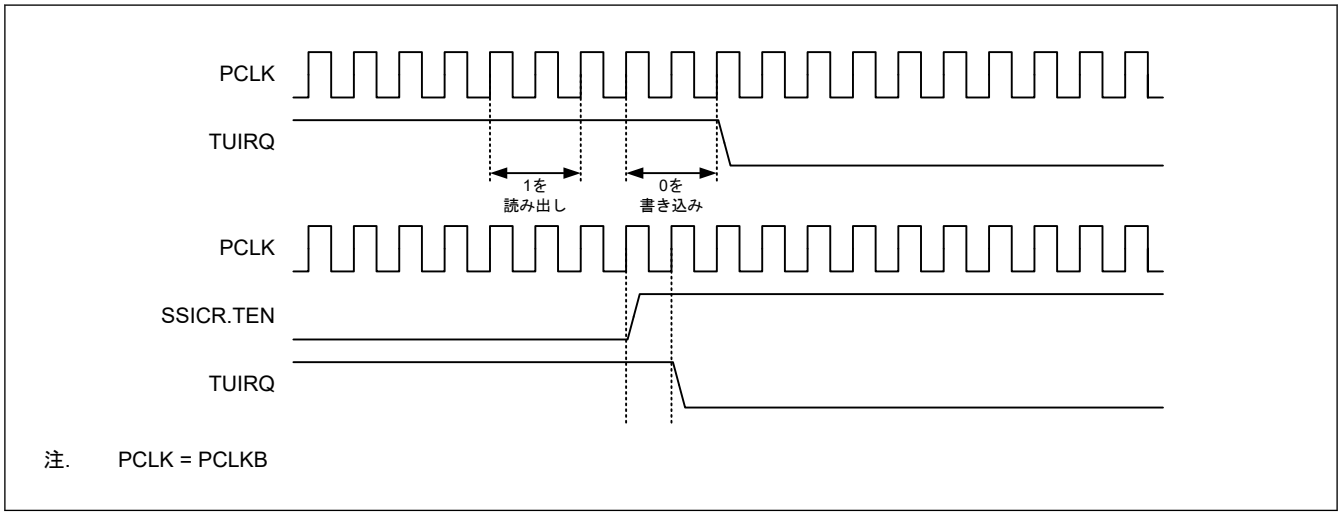

図 32.19　TUIRQ クリアタイミング
1. このビットから 1 を読み出したあとに 0 を書き込んだとき（図 32.19 のタイミングと同じ）